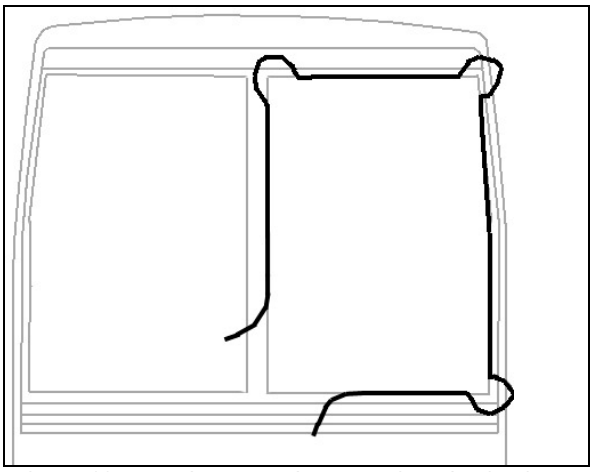

**FIGURE 88: WINDSHIELD INSTALLATION USING ROPE**
- Insert rope into rubber extrusion leaving enough length at each corner to make a loop. Spray soapy water onto rope and rubber extrusion (Figure 88).